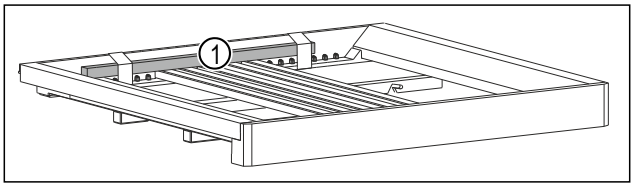

Fig. 50 *
▶ Houten staaf *Fig. 50 (1)* verwijderen.*